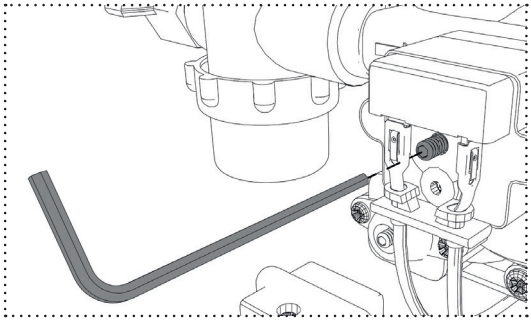

Fig. 13: Configuração do pressóstato
1. Rode o parafuso para a esquerda e retire-o (fig. 13).